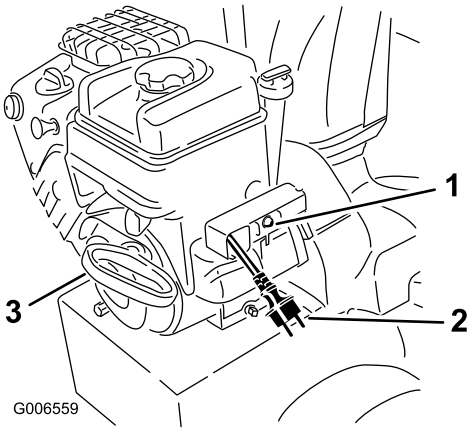

Figur 30
7. Start snøfreseren ved å dra i tilbakespolingsstarteren, eller trykke ned den elektriske startknappen (alle modeller unntatt 38597) (Figur 30).